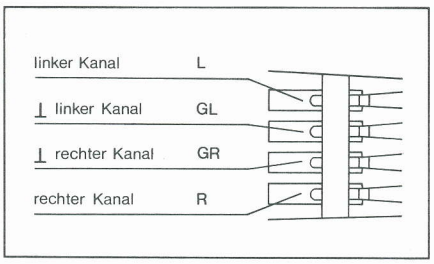

Fig. 13
3. Die Anschlüsse am Systemträger und Tonabnehmersystem sind gekennzeichnet (Fig. 13). Verbinden Sie die Anschlußlitzen des Systemträgers mit den entsprechenden und gleich gekennzeichneten Anschlußstiften des Tonabnehmersystems.